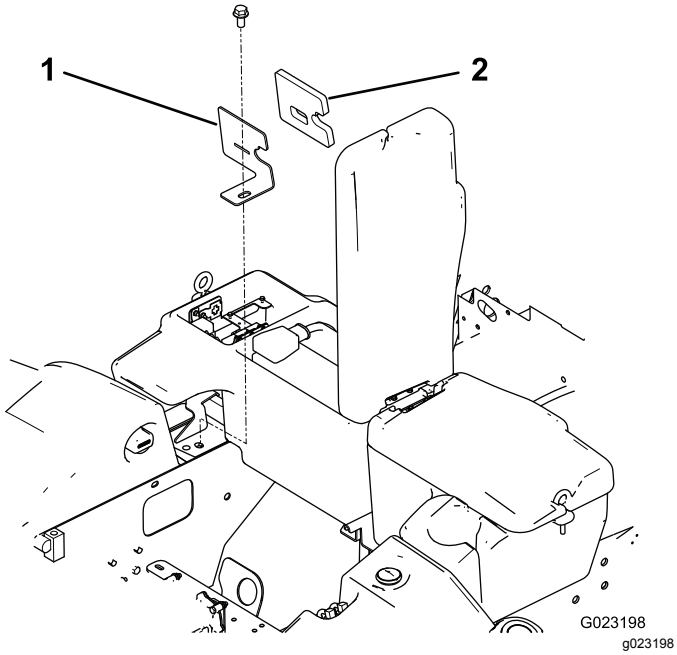

Figur 23
1. Ta bort den huvudskruv med fläns som håller fast klämman och packningen på traktorenheten (Figur 23).
6. Montera klämman och packningen på traktorenheten med huvudskruven med fläns (Figur 23).